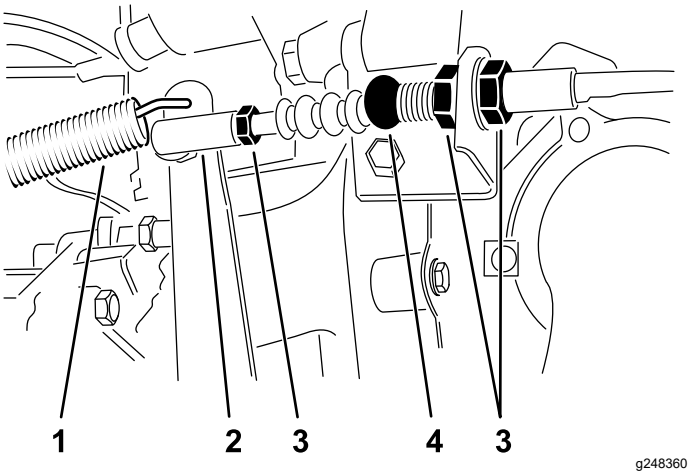

Bild 61
1. Lösen Sie die Klemmmuttern, mit denen das Kupplungskabel an der Halterung am Glockengehäuse befestigt ist (Bild 61).